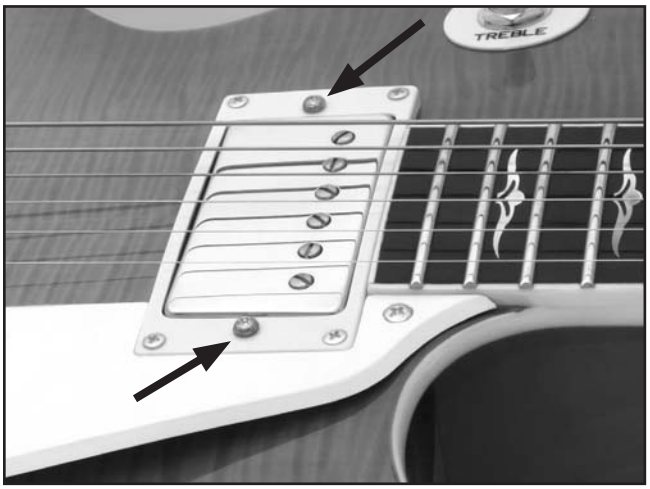

Figure 43. Pickup height adjustment.
4. Adjust the screws shown in **Figure 43** until the gap between the strings and the pickup is 3⁄32".
5. Measure the bridge pickup and adjust the screws shown in **Figure 43** until the gap between the strings and the pickup is 1⁄16".